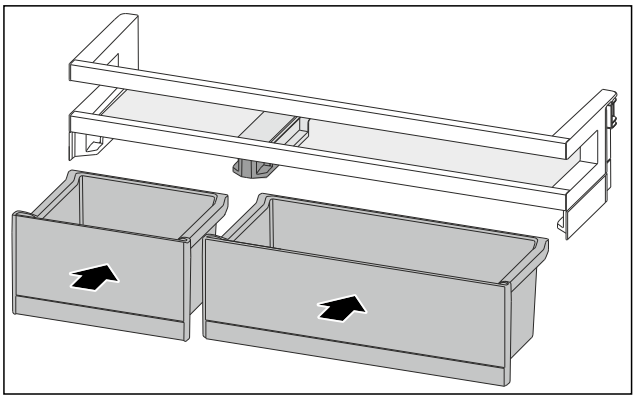

*Fig. 98*
- ▶ Introduceți VarioBox-urile dispuse invers. (vezi Fig. 98)